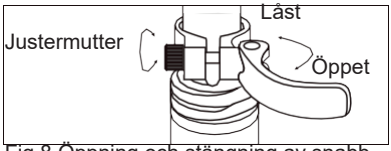

Fig.8 Öppning och stängning av snabblåset
5. Öppna snabblåset för sadelstolpen (fig. 8). Skjut in sadelstolpen i ramröret så långt att markeringen ej är synlig.
Öppna snabblåset för sadelstolpen (fig. 8). Skjut in sadelstolpen i ramröret så långt att markeringen ej är synlig.